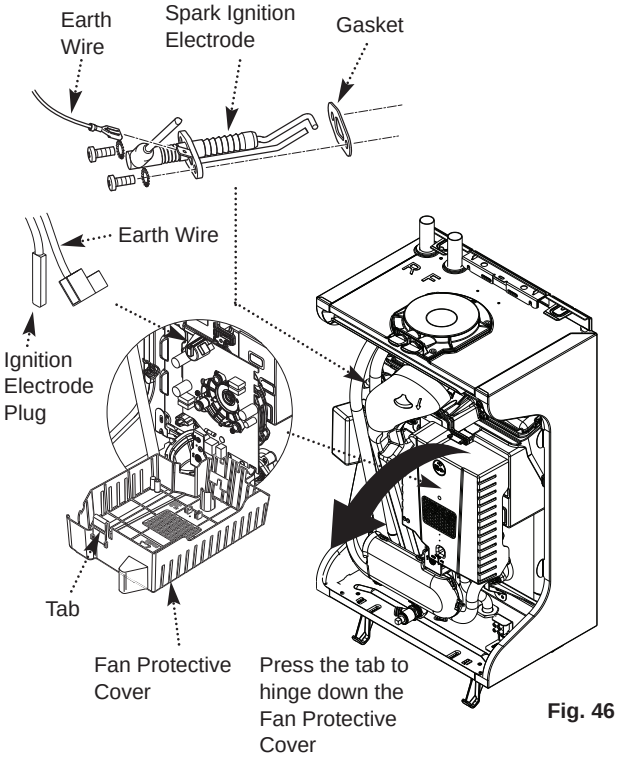

Fig. 46
10.3.1 Spark Ignition Electrode (Fig. 46)